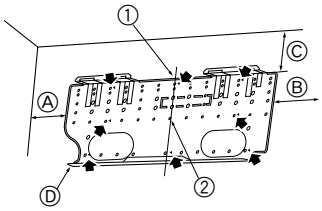

Fig. 3-3
3.1.3. Установка настенного кронштейна (Fig. 3-3)